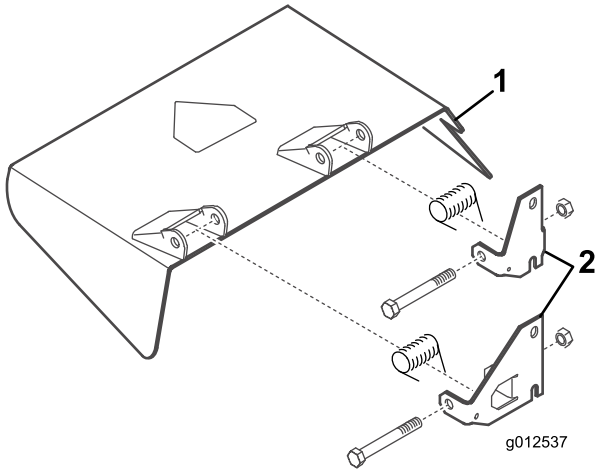

Figure 8
4. À l'aide des boulons, des contre-écrous et des ressorts retirés précédemment, montez les supports de pivot neufs sur les supports du déflecteur (Figure 8). Ne serrez pas les écrous excessivement car les supports doivent pouvoir pivoter. Conservez cet ensemble pour l'éjection latérale.